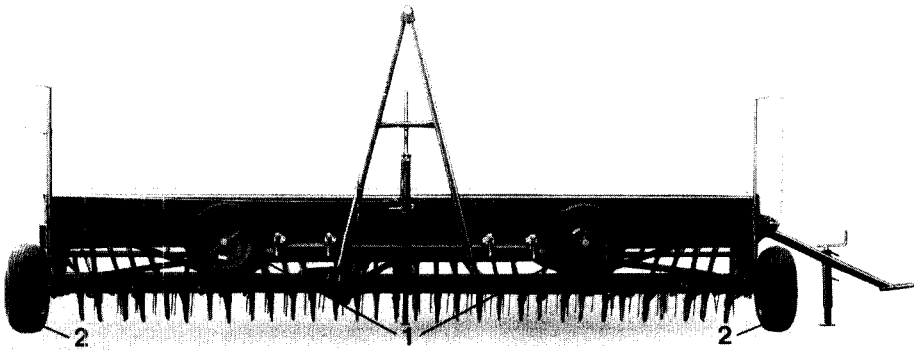

Fig. 100
- les pneus de transport en long: 2 bar (fig. 100/1)
- les pneus du semoir: 1,2 bar (fig. 100/2).